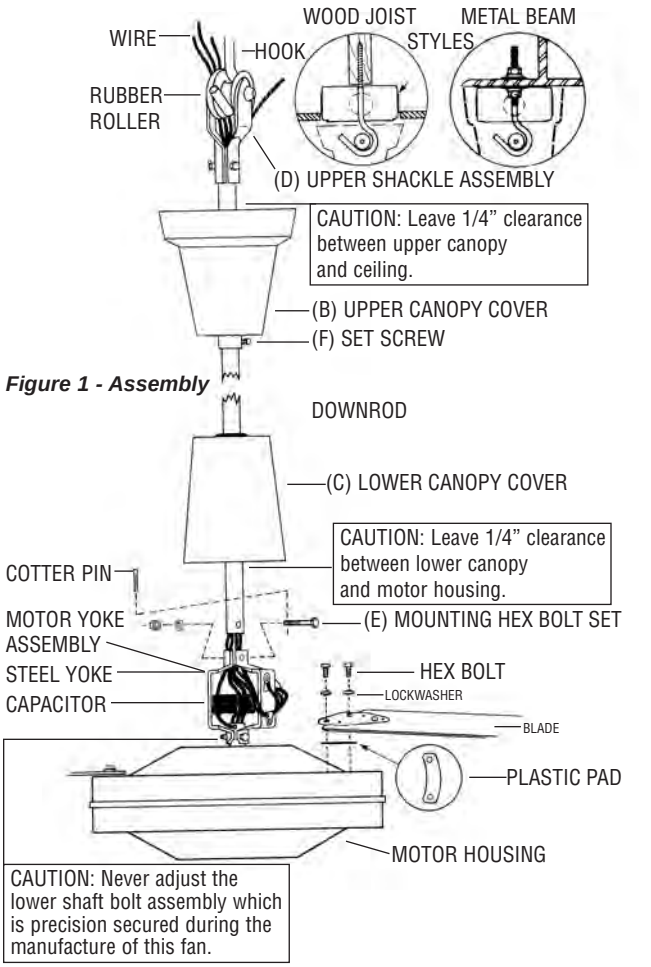

Figure 1 - Assembly
2. At the motor yoke assembly (A), remove the cotter pin and loosen the hexagon nut. Carefully remove spring washer and the hexagon screw (E). ***(See Figure 1)***
3. Slide the upper canopy cover (B) (bell shaped) up the rod. Slide the lower canopy cover (C) up to rod.
4. Feed the five wires and the safety cable through the center hole in the steel yoke connecting piece above the motor (A) and then continue feeding wires and cable through the downrod until the wires and cable come out at the upper (shackle) end.
5. Mount the downrod to the yoke (A) and replace the hexagon screw. Secure the spring washer hexagon nut and spread the coffer pin.
CAUTION: Blades must be fastened to the motor as shown in Figure 1. DO NOT reverse blades when installing.